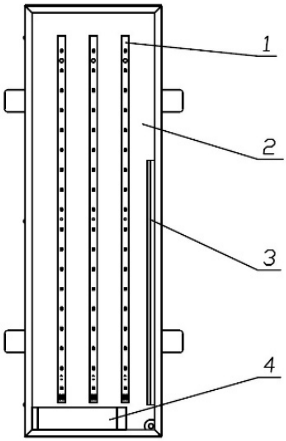

Рисунок 1. Конструкция автономного аварийного светильника Geniled Грильято.
3.4. Светильник Geniled Грильято состоит из основных частей (см. рисунок 1):